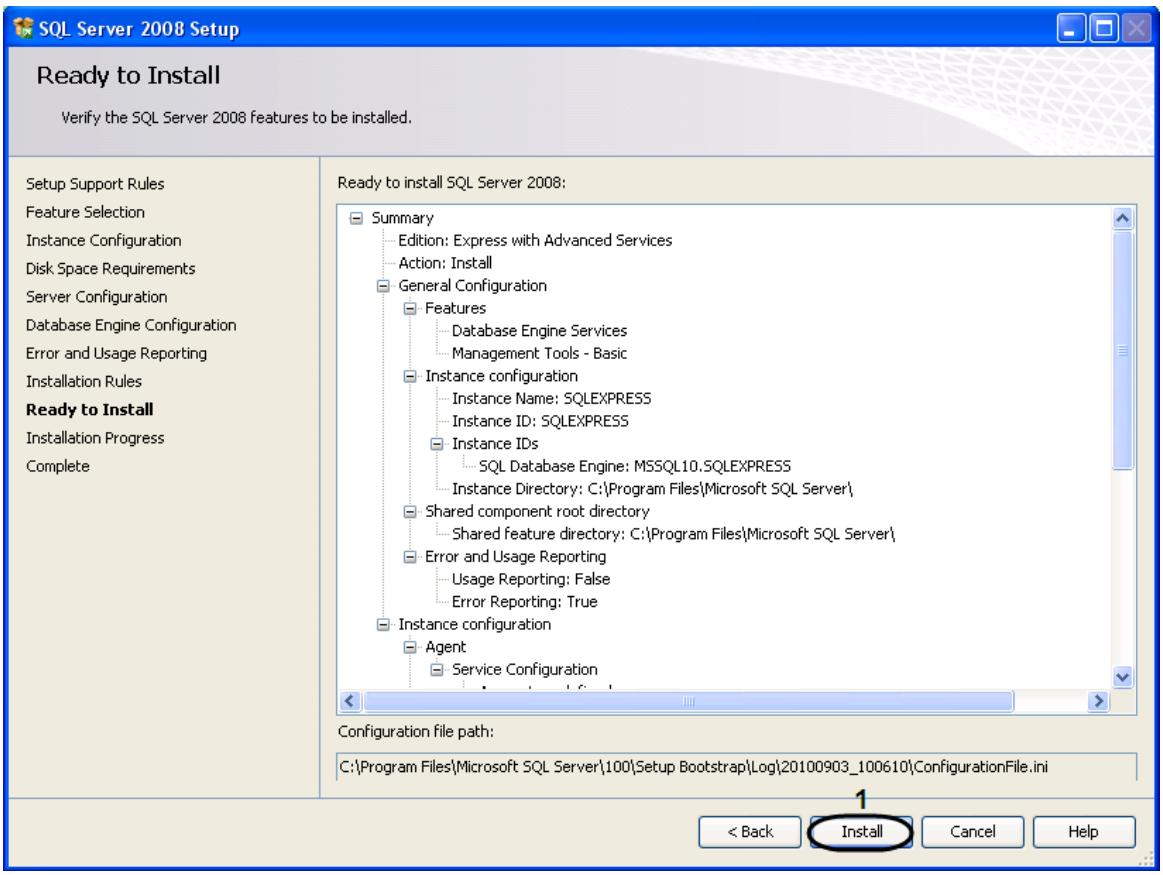

Figure 13.6-17 The "Ready to Install" box
18. The “Ready to Install” box will be displayed (Figure 13.6-17).
19. To run the installation process, click the “Install” button (Figure 13.6-17, 1).